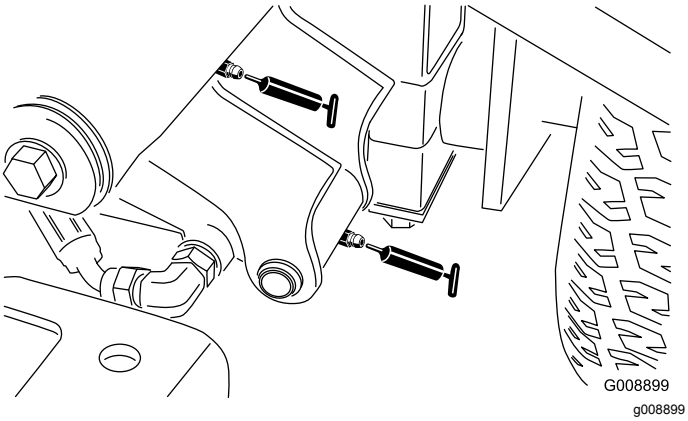

Figur 39
- 2 främre lyftarmstappar och lyftcylinder, vänster (Figur 39)